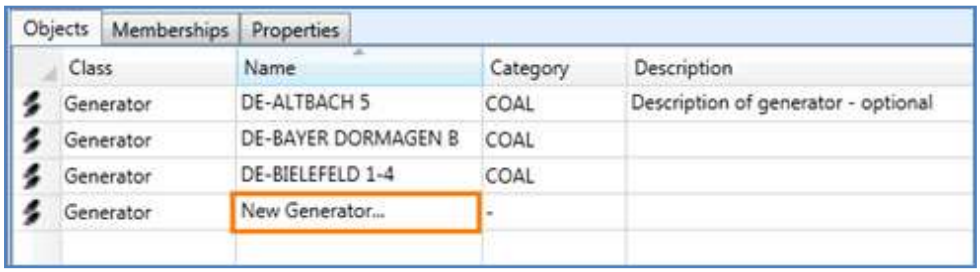

**Figure 18: Create an Object by typing its name**
3. Type a name for the new object, and optionally a category and description: see Figure 18.